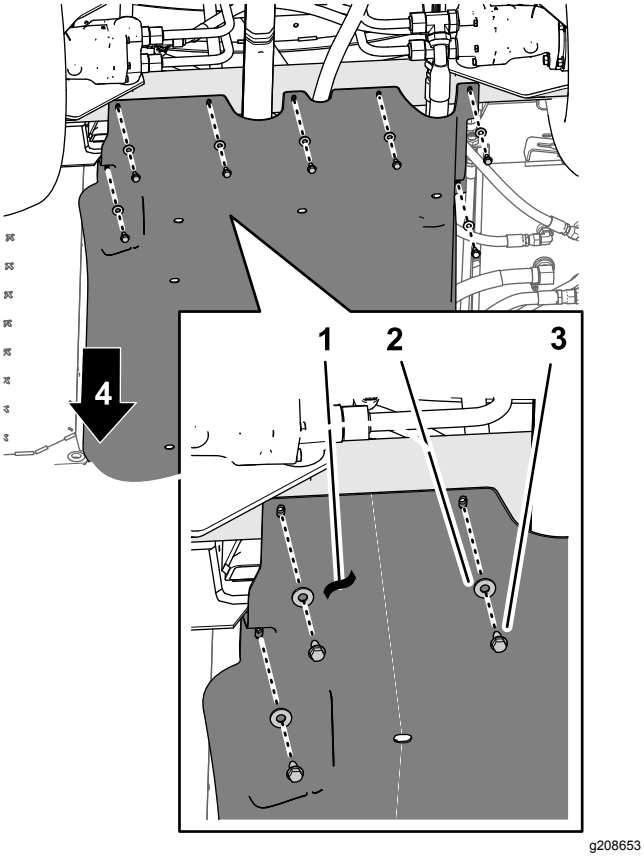
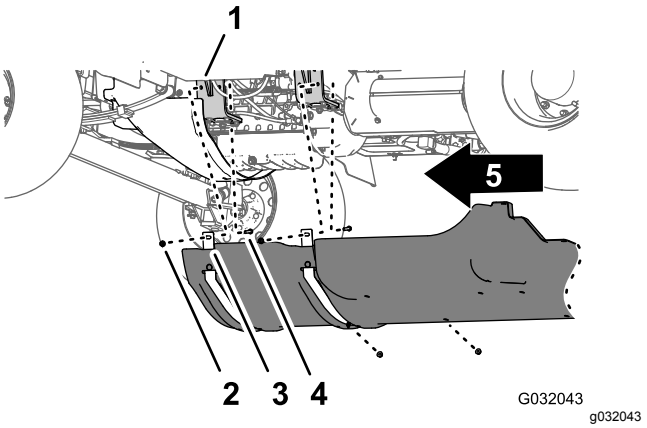

Figur 44
Figur 45
1. Fjern de 7 flangehovedbolte (5/16 x 7/8 tomme) og 7 spændeskiver (5/16 tomme), der fastgør bagenden af understellets afskærmning til maskinens chassis (Figur 44).
2. Fjern de 4 flangelåsemøtrikker (5/16 tomme) fra boltene og bræddebolten, der fastgør støtteremmene på understellets afskærmning til maskinens motorophængsbeslag (Figur 45).
4. Fjern understellets afdækning fra maskinen (Figur 44 og Figur 45).